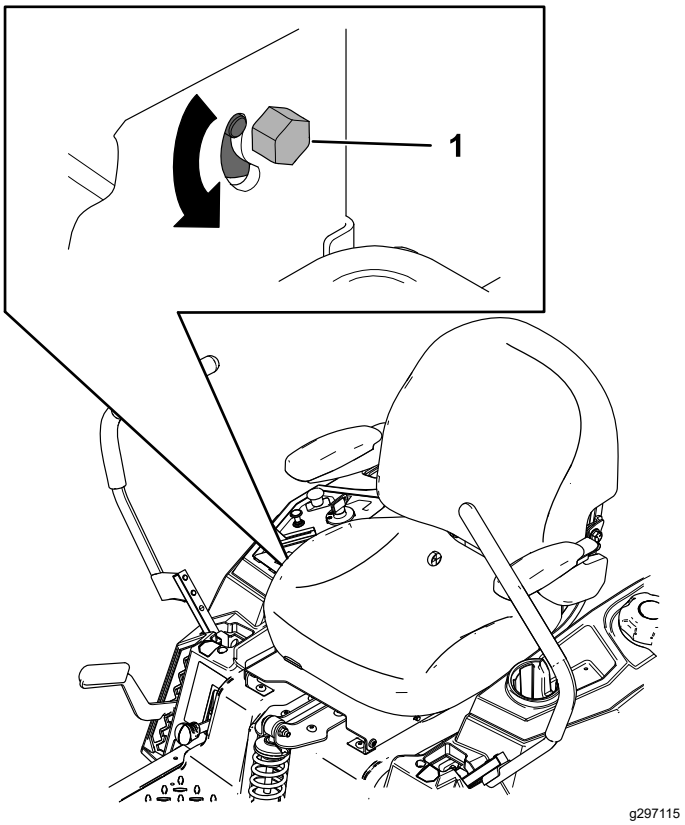

Figuur 52
3. Zoek de stelbout voor sporing in de buurt van de rijhendel aan die kant die afgesteld moet worden (Figuur 52).